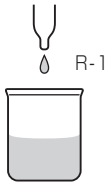

図1
1. 検水25m L をビーカーにとり、R-1試薬を10滴加える。（図1）